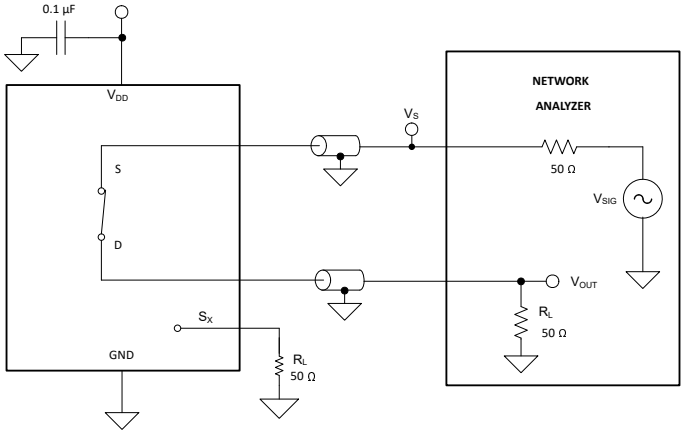

図 8-11. 帯域幅測定時の設定
帯域幅は、入力をオンチャネルのソース・ピン (Sx) に印加したときに、デバイスのドレイン・ピン (D) で測定される出力の減衰量が、3dB 未満である周波数の範囲として定義されます。図 8-11 に、帯域幅を測定する際の設定を示します。